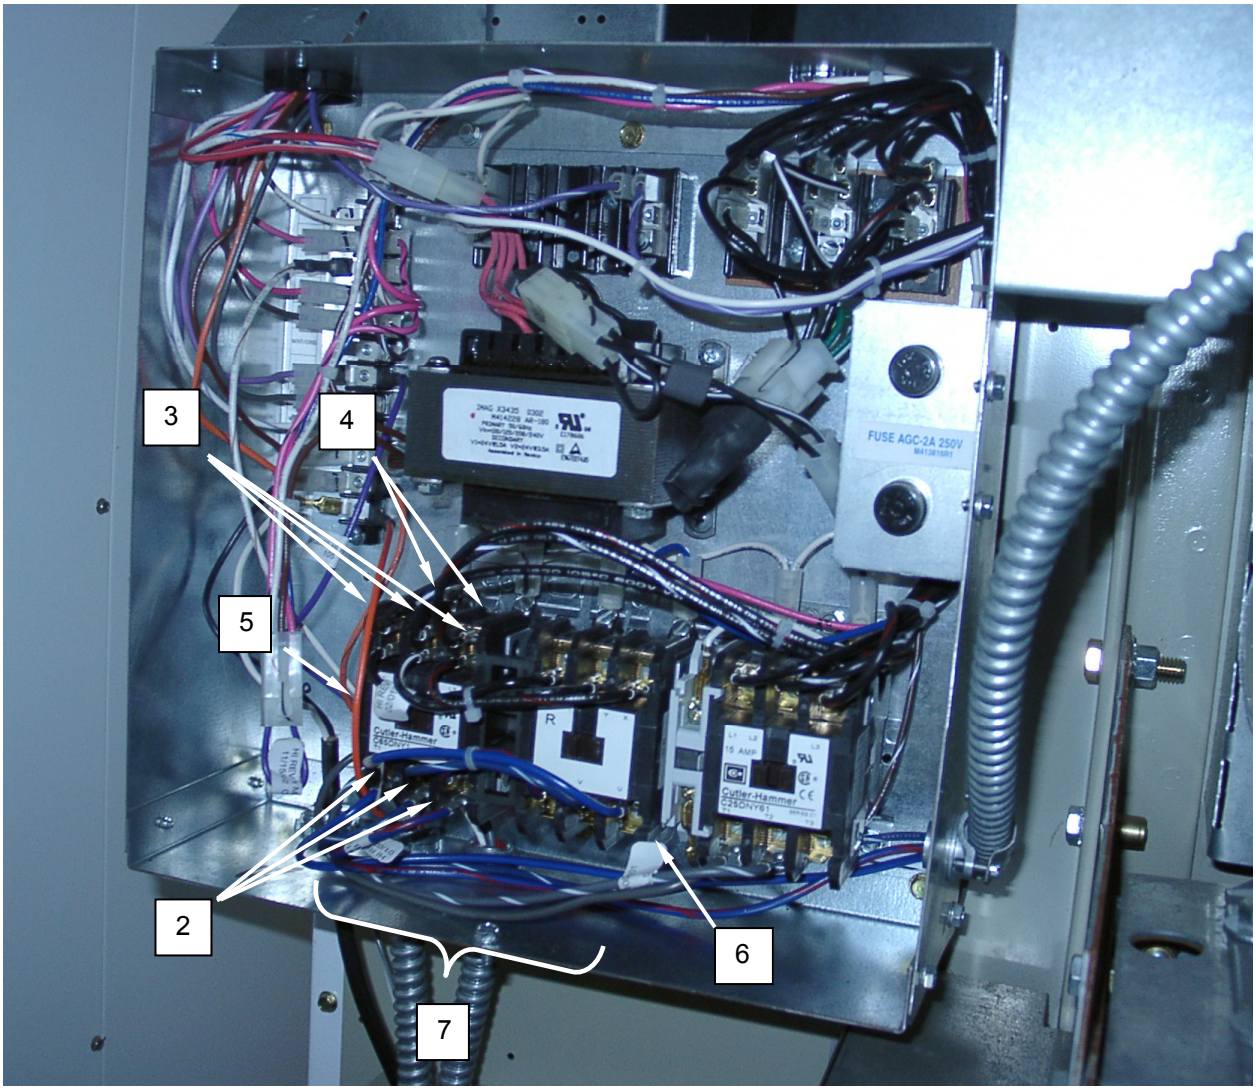

Figure 2. Test the Reversing Contactor.
5. Check for 210 VAC across primary terminals L1, L2, and L3 **(Figure 2, Item 2)** on either the forward or reverse contactor. If no voltage is present, refer to WP 0010 for dryer Troubleshooting procedures.
6. Use a voltmeter to check for 210 VAC across secondary terminals T1, T2, and T3 **(Figure 2, Item 3)** on either the forward or reverse contactor.
9. Disconnect the white and red wires **(Figure 2, Item 4)** from the contactor control circuit, and use an ohmmeter to test for 3 to 5 ohms across the two terminals. Replace an open contactor.
10. Reconnect the white and red wires **(Figure 2, Item 4)** to the contactor control circuit terminals.